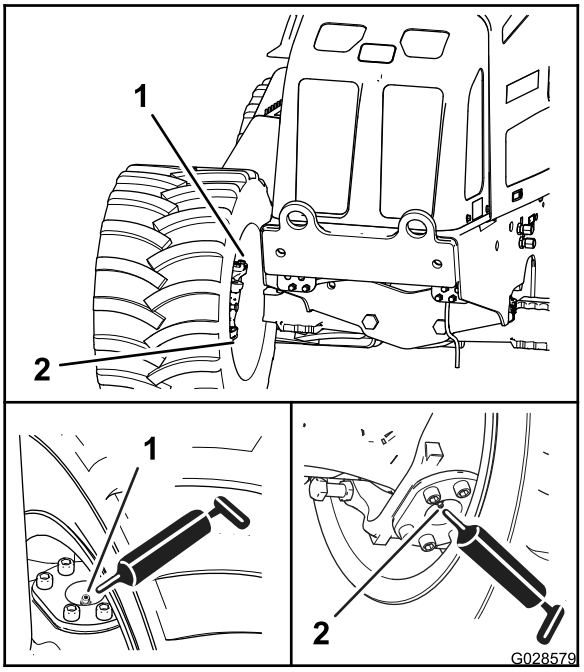
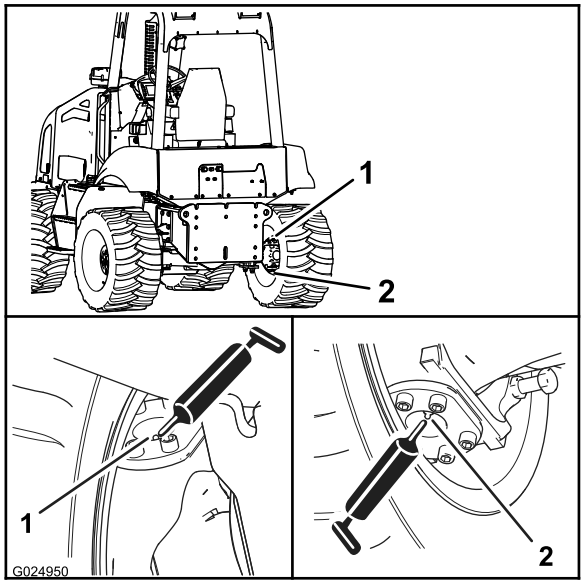

Figura 54
Figura 55
2. Collegate un ingrassatore a pressione sui raccordi di ingrassaggio per i perni superiori e inferiori; applicate 2 o 3 pompaggi di grasso a ciascun raccordo (Figura 54 e Figura 55).